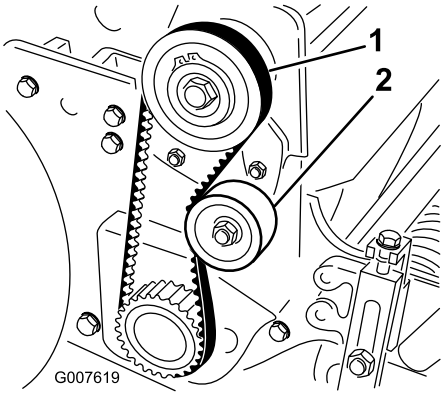

Figur 35
2. Kontroller spændingen ved at trykke remmen ned midtvejs mellem remskiverne (Figur 35) med en kraft på 18 til 22 N. Remmen skal gi' sig 6 mm.
A. Løsn styreremskivens monteringsmøtrik, og drej styreremskiven med uret mod bagsiden af remmen, indtil du opnår den ønskede remspænding (Figur 35).